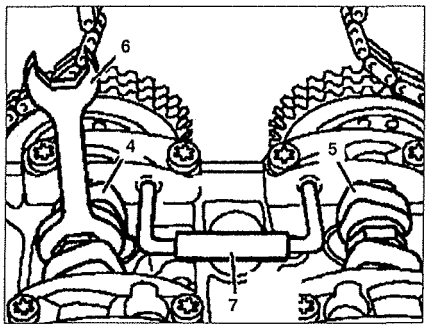

Рис. 2.19. Заблокируйте распределительные валы 4 и 5 блокирующим пальцем 7.
9. С помощью ключа **6** вращайте распределительные валы **4** и **5** до тех пор, пока не будет возможным вставить блокирующий палец **7** (см.рис. 2.19). Заблокируйте распределительные валы **4** и **5** блокирующим пальцем **7**.